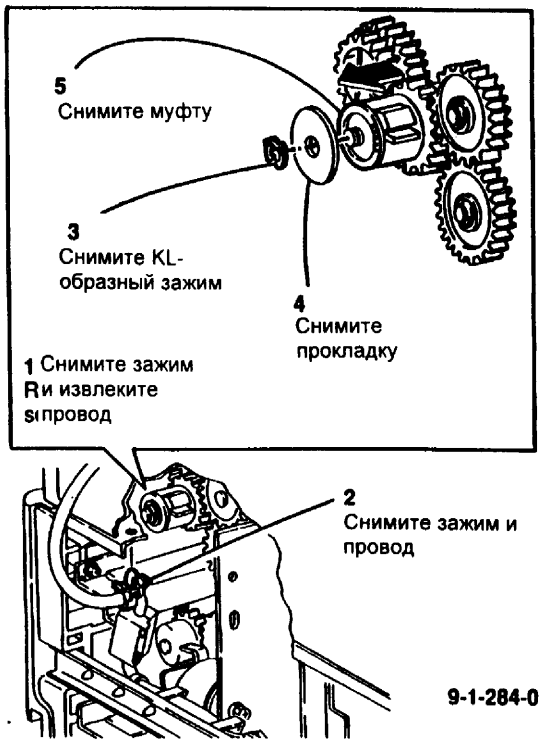

Рис. 1 Снятие муфты подачи лотка 2
- (Рис. 1) Муфту подачи лотка 2